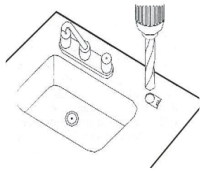

Abbildung A-4
2. Wenn Sie in ein Waschbecken aus Marmor, Granit, Laminat oder Metallblech bohren, sollten Sie zunächst mit einem 5-mm-Bohrer und dann mit einem 12-mm-Bohrer arbeiten. Der Bohrer muss mit niedriger Drehzahl und ohne Schlag verwendet werden. Wenn die Arbeitsplatte aus Gießbeton und Kacheln ist, muss mit einem Diamantbohrer gebohrt werden. (Abbildung A-4)